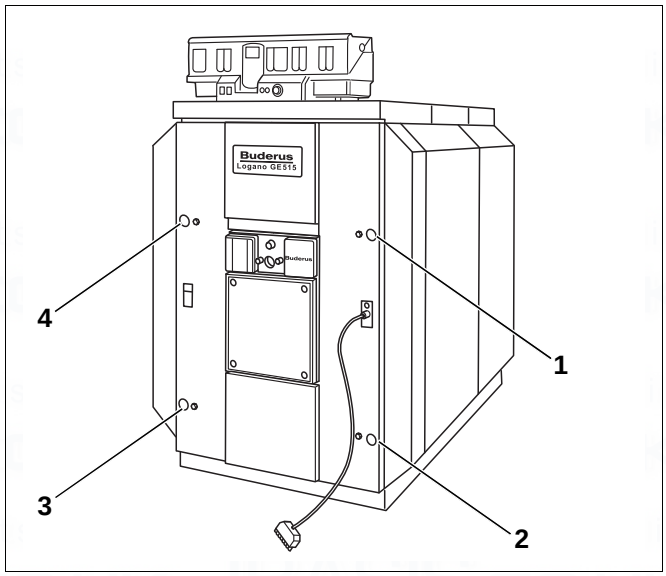

Fig. 71 Fastening the burner
- Undo the four machine screws that fasten the burner door to the front section (Fig. 71, [1] to [4]).